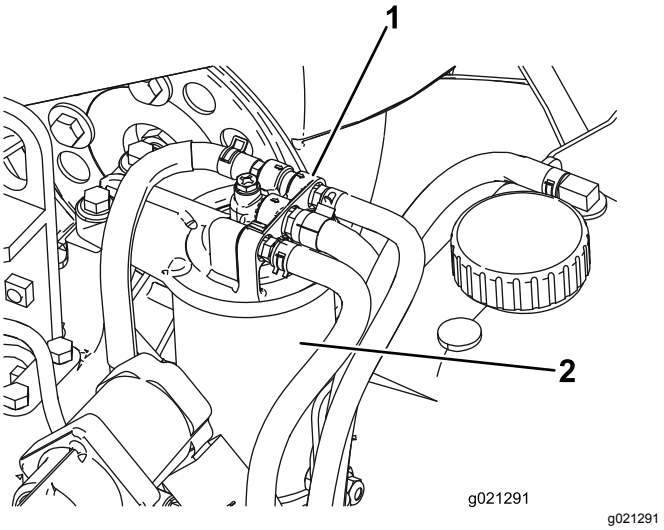

Figur 59
1. Rengør området omkring brændstoffilterhovedet (Figur 59).
2. Afmonter filteret, og rengør filterhovedets monteringsflade (Figur 59).